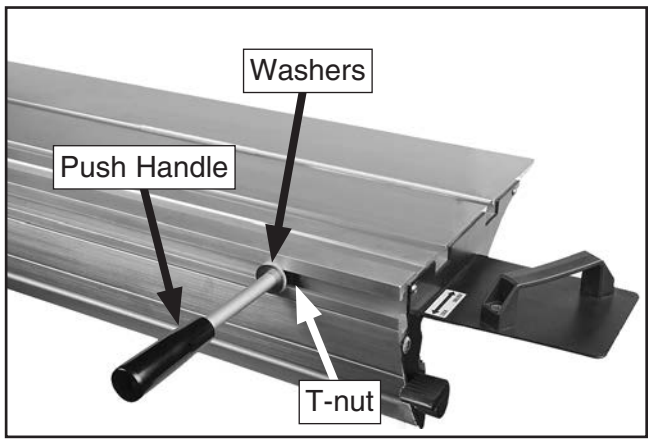

Figure 24. Push handle attached to sliding table.
9. Slide M12-1.75 T-nut of push handle assembly into T-slot at front end of sliding table, as shown in **Figure 24**. It may be necessary to loosen T-nut first.
Note: *Make sure 12mm flat washer and 12mm copper washer are positioned in front of T-slot, as shown in* ***Figure 24****.*